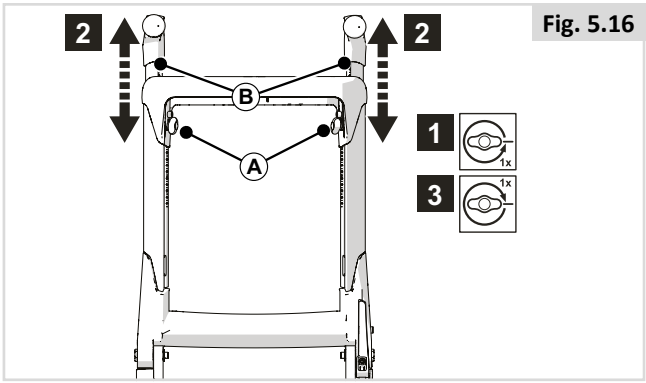

Fig. 5.16
5.10 Push handle height (Fig. 5.16)